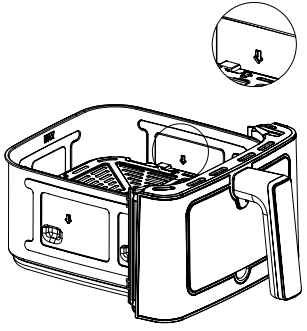

Fig. 2
4. If you need to use the rack, insert it into the bowl. To use the second rack, turn it over and insert it as shown in Figure 2.